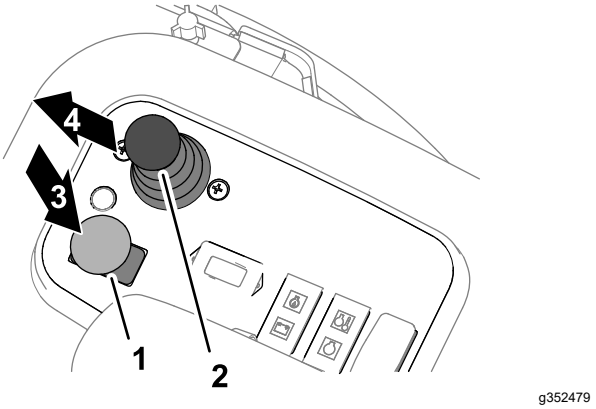

**Figur 35**
3. Flytta klippenhetens drivbrytare till det URKOPPLADE läget (Figur 35).
5. Använd styrspaken för att sänka/höja klippenheterna för att sänka ned klippenheterna (Figur 35).